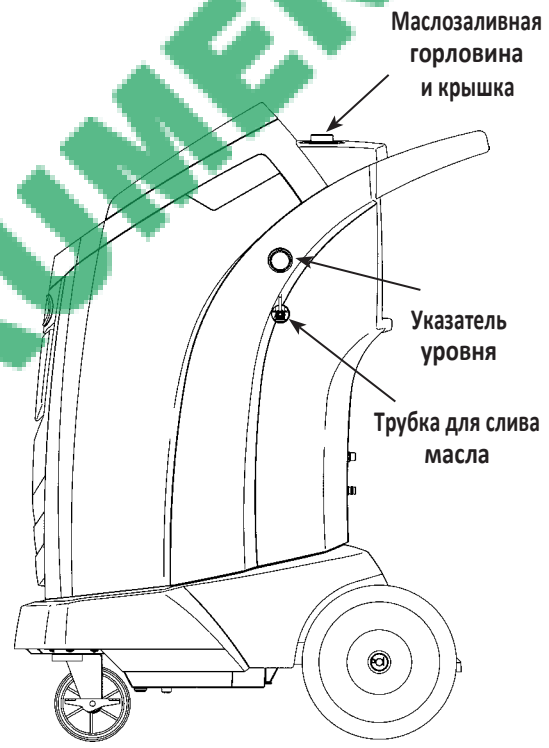

Рисунок 14
3. **Медленно** открыть крышку заливной горловины для масла, чтобы удостовериться в отсутствии давления в установке. Затем аккуратно снять крышку. См. рисунок 14.